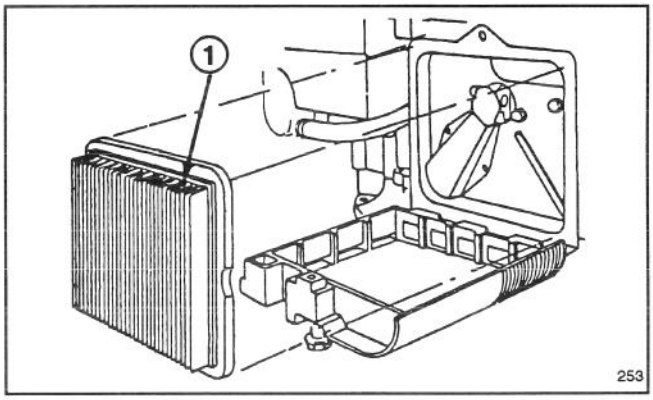

Figure 15
3. Remove paper air cleaner filter (Fig. 15) and discard.